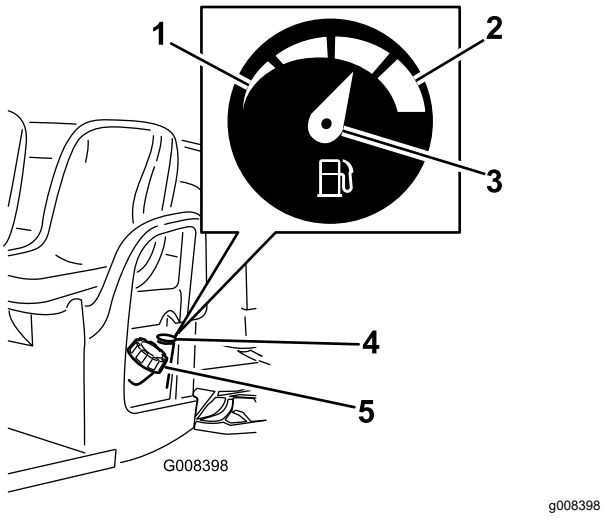

Figura 13
4. Limpe a zona em torno do tampão do depósito de combustível (Figura 13).